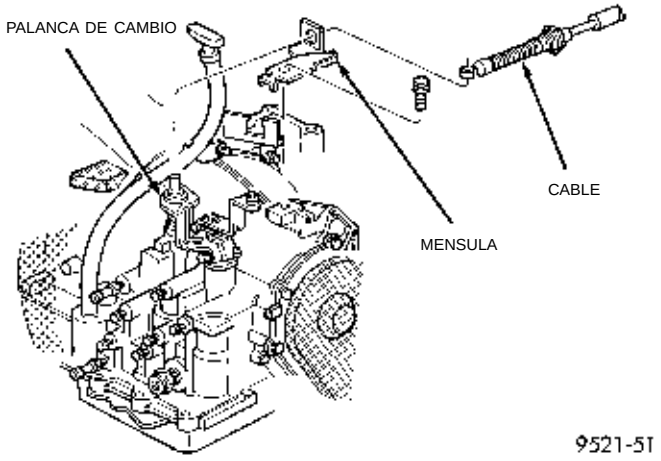

Fig. 7 Cable del cambio de marchas
(1) Desconecte ambos cables de la batería.
(2) Tire hacia arriba y retire el centro de distribución de tensión.
(3) Retire el protector térmico de la batería.
(4) Retire la batería y el anclaje de la misma de la bandeja.
(5) Retire la bandeja de la batería y el servo de control de crucero (si está equipado).
(6) Retire el tornillo de la ménsula del cable en el transeje (Fig. 7).